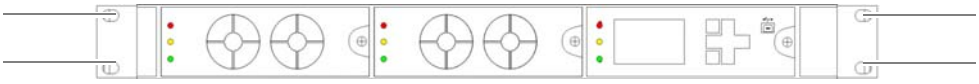

Figure 11.20 Mounting frame mounting screws
3. Loosen the mounting screws of the retaining brackets on the front of the equipment rack using a Torx screwdriver size TX 20 x 80, refer to Figure 11.20.